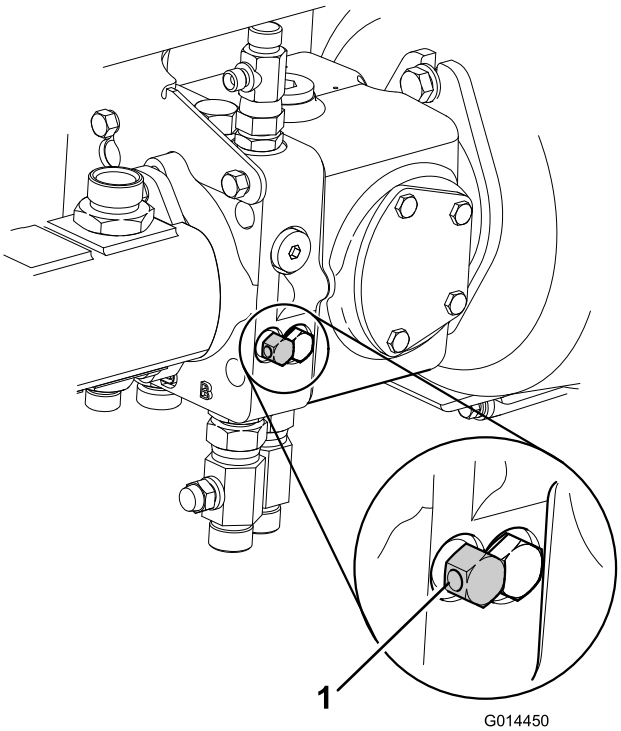

Figur 61
7. Koppla ur det hydrauliska fotbromssystemet genom att vrida förbikopplingsventilen som sitter under transmissionspumpen moturs högst tre gånger (Figur 61).